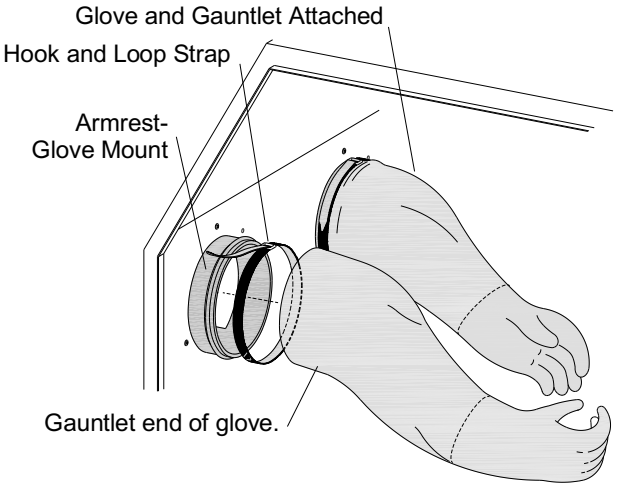

Figure 31
7.1 Glove Replacement – Figure 31
7.1.2 Remove old gloves: Glove gauntlets are stretched over glove mounts and held in place with hook and loop straps. To remove the old gloves, loosen the straps by pulling the hook end of the straps away from the loop material, as shown in Figure 31, and then pull the straps and gloves off the mounts.